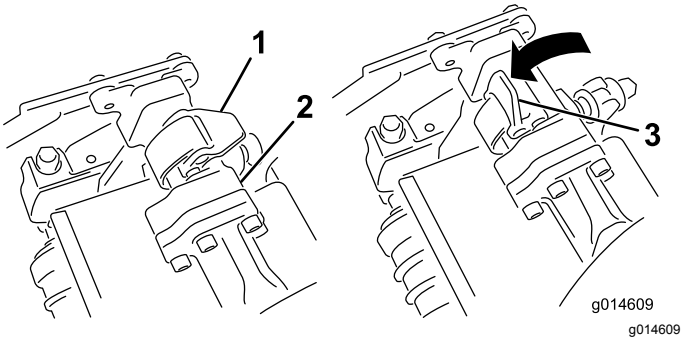
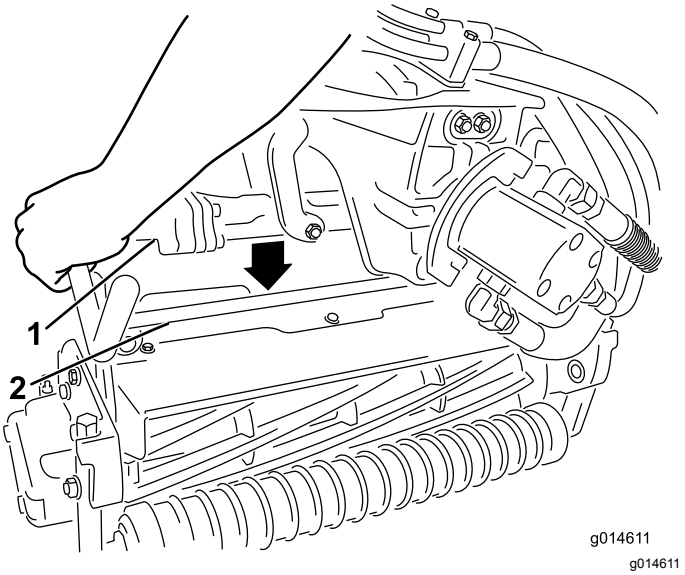

Rysunek 44
Rysunek 45
3. Gdy zapadki na pręcie ramienia podwieszonego skierowane są ku górze (tzn. gdy są otwarte) (Rysunek 44), popchnij ramię podwieszone w dół, tak aby pręt dopasował się do innego pręta w górnej części zespołu tnącego (Rysunek 45).
4. Zamknij zapadki wokół pręta zespołu tnącego, a następnie zablokuj je na swoim miejscu(Rysunek 44).
4. Otwórz zapadki na pręcie ramienia podwieszonego demontowanego zespołu tnącego (Rysunek 44).